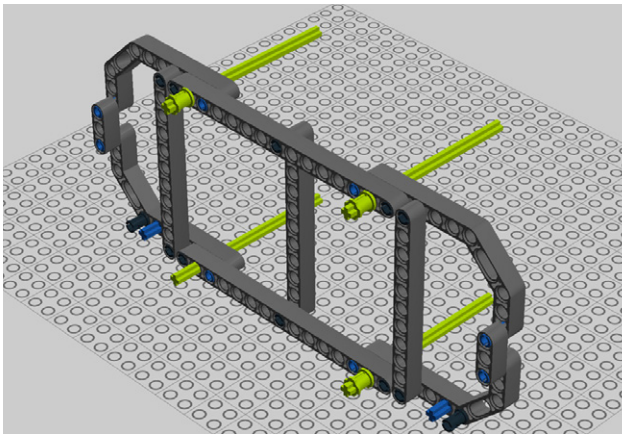

Figure 4-14. *Step 9: Adding 10M cross axles and bushes*
9. Add four 10M cross axles and bushes to one of the assemblies you built as shown in Figure 4-14, but leave the other one alone for now.